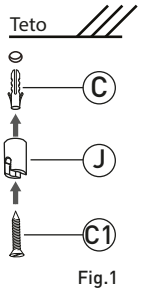
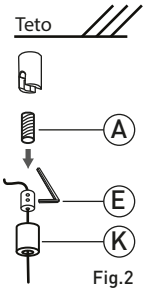
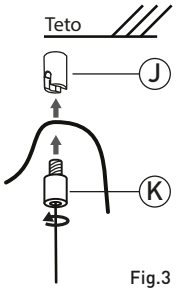

Fig.1
Fig.2
Fig.3
1 Para instalar o pendente distante do ponto de luz, instale o deslocador (J) utilizando bucha #6 (C) e parafuso (C1) não incluídos*. (Fig.1) Passe o cabo através da tampa (K), do trava cabo e fixe com a chave allen (E), corte o excesso. Encaixe o trava cabo (E) na tampa (K) e rosqueie o niple (A) na tampa (K). (Fig.2) Posicione o fio no rasgo do chumbador (J) e rosqueie até que esteja firme. (Fig.3)